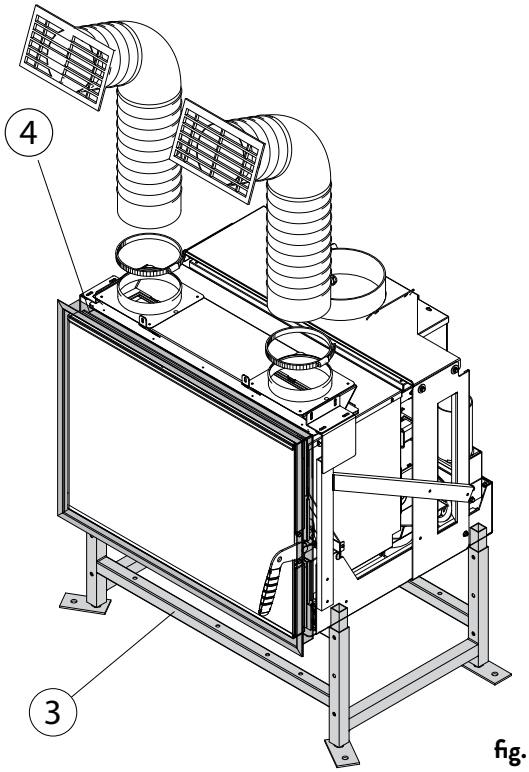

fig. 6.4.3
C) Kit soporte/pedestal « 3 » (fig. 6.4.3)
D) Marco « 4 » (fig. 6.4.3)